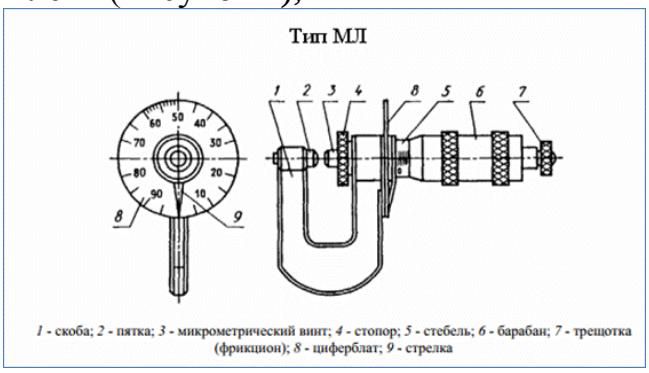

Рисунок 2.
2) **Микрометр листовой МЛ** - листовой с циферблатом микрометр используется для измерения толщины металлических листов и лент (Рисунок 2);